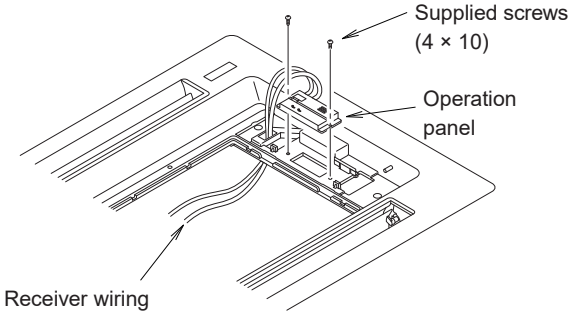

Fig. 3-2-8
(2) Fasten the operation panel to the location shown in the figure below with the 2 enclosed screws (4 ×10). (Fig. 3-2-8)
(3) Pass the receiver wiring (6P white connector) through the back of the panel.